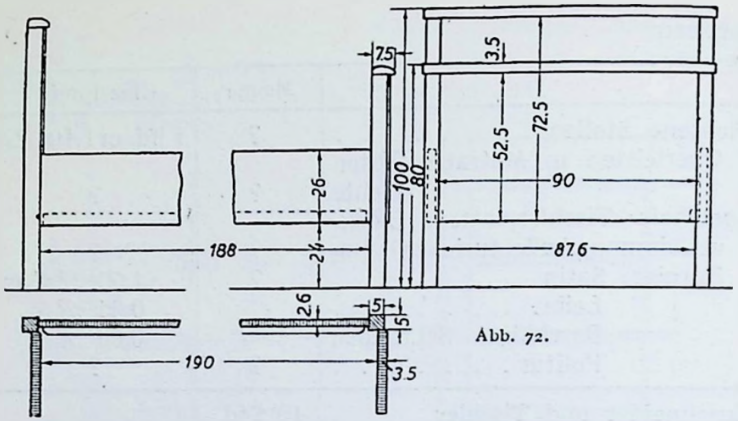

Abb. 72.
3. Berechne den **Verkaufspreis einer Bettstelle** (Abb. 72)!